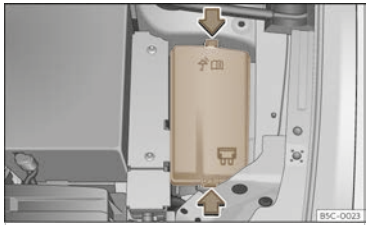

Fig. 222 In the engine compartment: lid of the fuse box.
- Press the locking tabs to unlock the fuse box cover ››› **Fig. 222**.